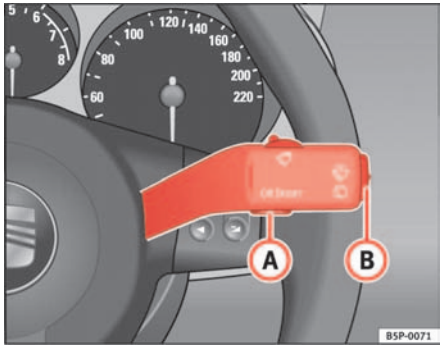

Fig. 39 Windscreen wiper and washer lever: Button A and rocker switch B
A **Service pre-warning** will appear in the mileage displays if a service is due soon. A “spanner” symbol appears and the display “km” with the distance that can be driven until the next service appointment is due. The display will change after approximately 10 seconds. A “clock symbol” appears and the number of days until the service appointment should be carried out. The following information text displayed in the instrument panel display: **SERV. IN ... KM OR ... DAYS**. The service message will disappear approximately 20 seconds after the ignition is switched on or the engine is running. The normal display can be resumed by pressing the reset button on the trip counter or by pressing the rocker switch of the MFI ⇒ page 61, fig. 39 (B).
– With the ignition switched on, briefly press the button ⇒ fig. 39 (A) on the windscreen wiper lever to move between the two memories.